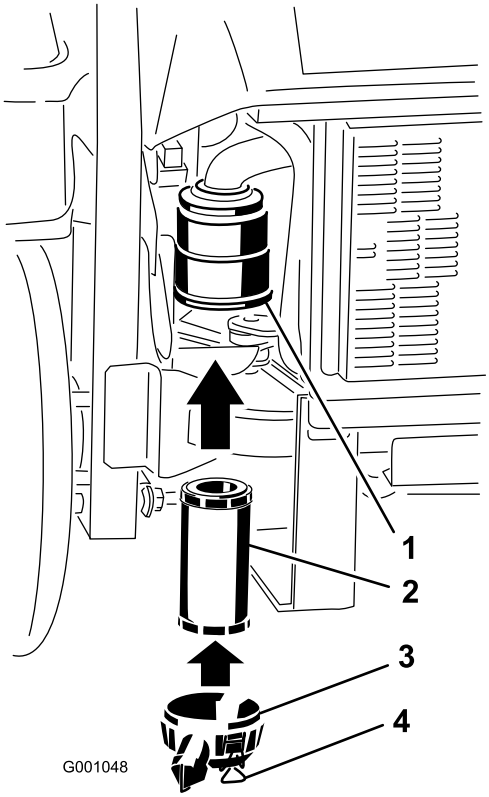

Figur 33
2. Skyv filteret inn i luftrenserkroppen (Figur 33). Påse at det sitter godt ved å trykke på den ytre kanten av filteret mens du installerer det.
3. Sett dekslet på igjen, og fest låsene (Figur 33).